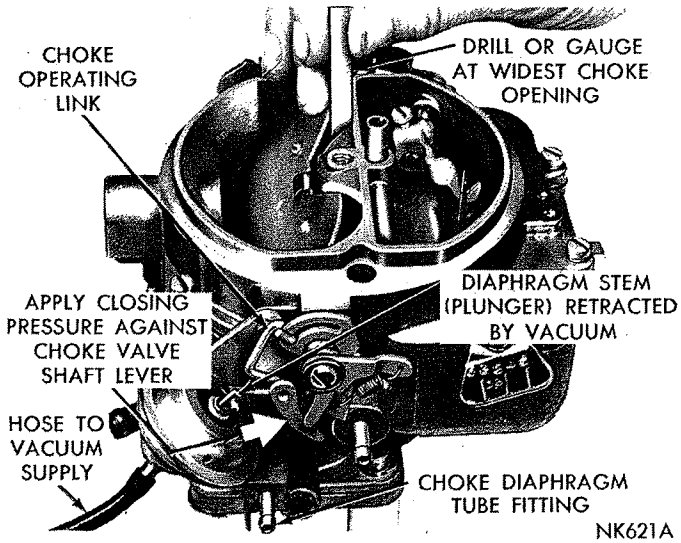

***Fig. 11—Checking the Choke Vacuum Kick Setting***
(1) With engine **Not** running, open throttle valves far enough to allow choke valve to be moved to closed position.
(2) Disconnect vacuum hose from diaphragm and connect hose from vacuum supply, as shown in (Fig. 11). (A minimum of 10 inches of mercury (HG) will be required.)
(3) Insert a Number 15 drill (Manual Transmission CAP and Standard carburetors) or a Number 26 drill (Automatic Transmission, CAP and Standard carburetors), between the choke valve and wall of the airhorn. Refer to (Fig. 11). Apply sufficient closing pressure on choke shaft lever to provide smallest choke valve opening possible without distortion of the diaphragm link. Note that the cylindrical stem of diaphragm will extend as an internal spring is compressed. This spring must be fully compressed for proper measurement of the vacuum kick adjustment.
(4) An adjustment will be necessary if a slight drag is not obtained as the drill or gauge is being removed.
(7) Install choke operating link and recheck choke valve opening, using a gauge or drill. (Refer to Fig. 11.)